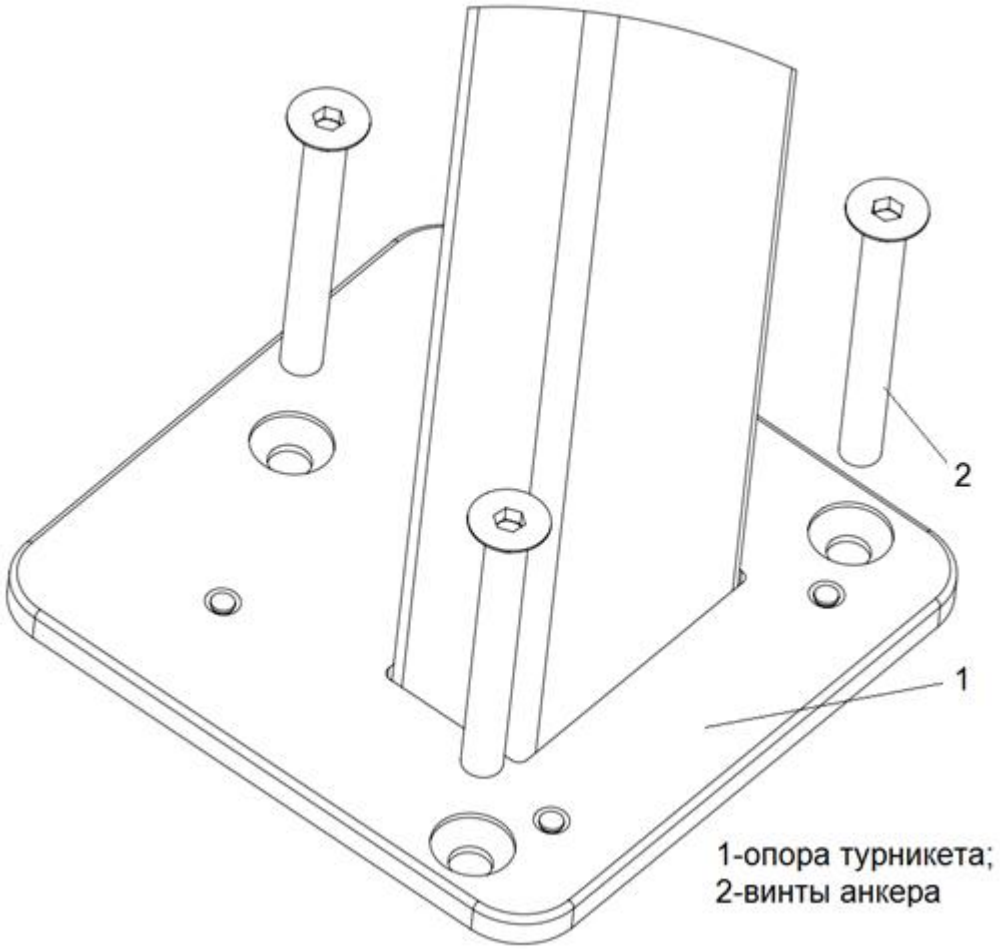

Рисунок 5 – Подготовка к установке турникета
4.2.8 Совместить отверстия в стойке турникета с анкерами в полу (Рисунок 5 – 1).
Закрепить стойку турникета 3 винтами (Рисунок 5 – 2), закрутив их в соответствующие анкеры, используя ключ для винта с внутренним шестигранником S5.